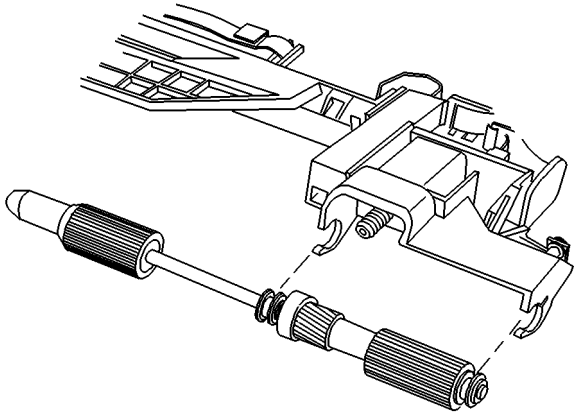

Рисунок 1 Снятие ролика подачи
2. Выньте ролик подачи из узла подачи (Рисунок 1).